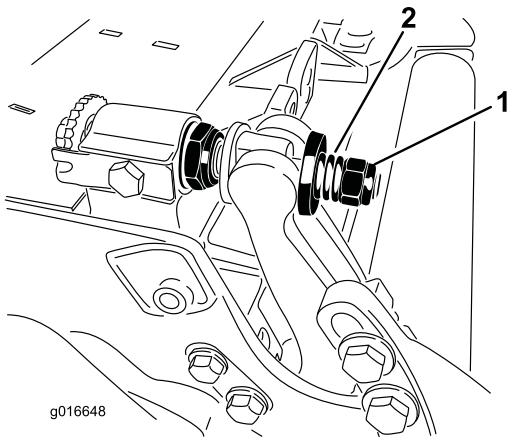

Figur 31
3. Tilspænd låsemøtrikkerne lige meget på hver side, indtil de yderste stålskiver ikke kan drejes med hånden. Løsn derefter låsemøtrikkerne, indtil de yderste stålskiver netop kan drejes med hånden, selvom bundtværstangens endeslør er fjernet. (Figur 31).
10. Stram møtrikken på hver bundtværstangs justeringsanordning, indtil trykfjederen er helt nedtrykket, løsn derefter møtrikken med 1/2 omgang (Figur 31).